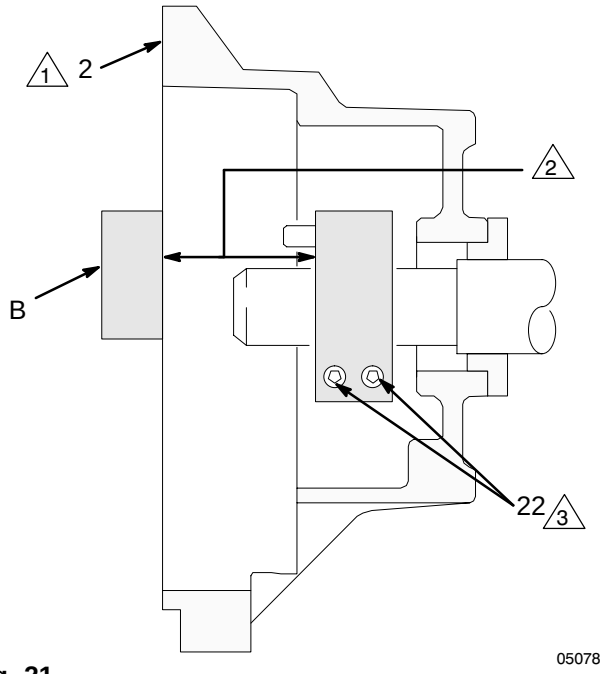

Fig. 21
4. Press the **clamp (3)** onto the engine shaft (A). Maintain the 1.084 inch +/– 0.01 (27.53 +/– 0.25 mm) dimension shown in Fig. 21.